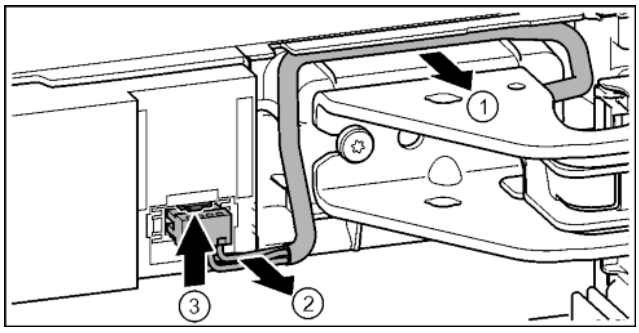

Fig. 18
- ▶ Carefully remove the cable over the bearing bracket from the guide. *Fig. 18 (1)*
- ▶ Carefully pull the cable strands out of the channel. *Fig. 18 (2)*
- ▶ Press the tab upwards and carefully remove the plug. *Fig. 18 (3)*